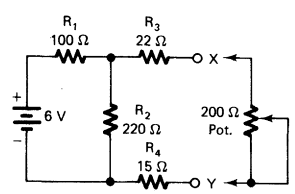

FIGURE 3-12A Circuit for calculating power.
1. Calculate the Thevinin equivalent resistance (R_{TH}) of the circuit shown in Fig. 3-12A. This value is the source resistance of the circuit. R_{TH} = _____ Ω.
2. Construct the circuit of Fig. 3-12A. Before applying power, connect a shorting wire across the point of the circuit where the power supply is to be connected to measure R_{TH}.
5. Connect a 200 Ω potentiometer as shown in Fig. 3-12A. Adjust its resistance to 20 Ω. Connect the pot across the load terminals of the circuit.